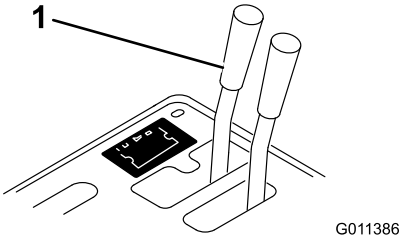
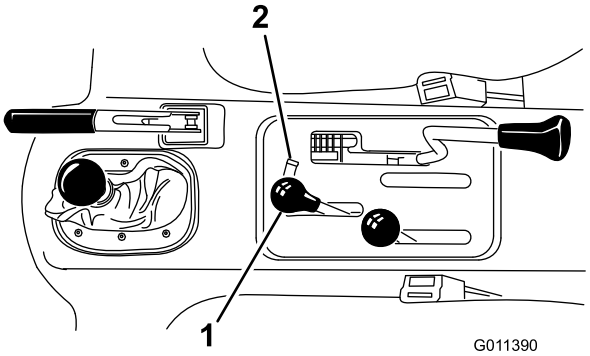

**Figuur 14**
**Figuur 15**
1. Bij voertuigen met een serienummer lager dan 239999999 dient u de hydraulische klephendel (Figuur 14) in de zweefstand te zetten, en bij voertuigen met serienummer 240000001 & hoger beweegt u de hydraulische hefhendel (Figuur 15) voor- en achteruit om de druk van het systeem te laten en het ontkoppelen van de snelkoppelaars te vergemakkelijken.